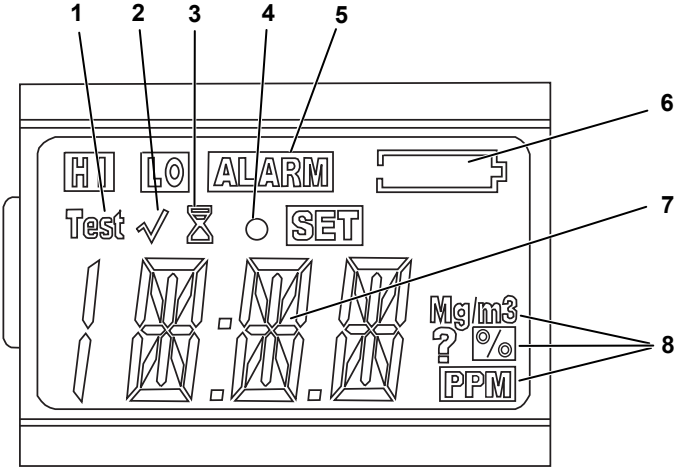

Bild 2 Display
- så länge batteriets varningsindikator (Pos. 6 i Bild 2) inte aktiveras **och**